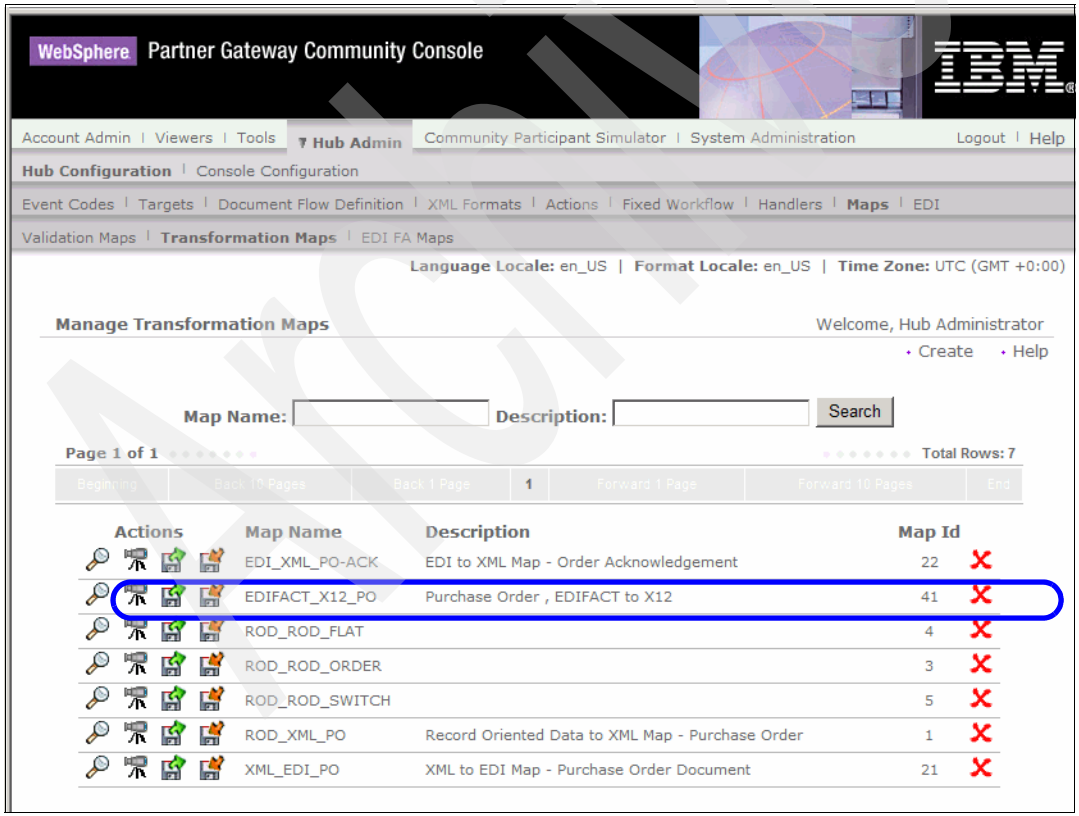

Figure 21-9 Transformation map loaded into WebSphere Partner Gateway
7. (Optional) To verify the map was loaded into WebSphere Partner Gateway, open the Community Console of Company E and select **Hub Admin** → **Hub Configuration** → **Maps** → **Transformation Maps**. You should see the EDIFACT_X12_PO listed, as in (Figure 21-9).